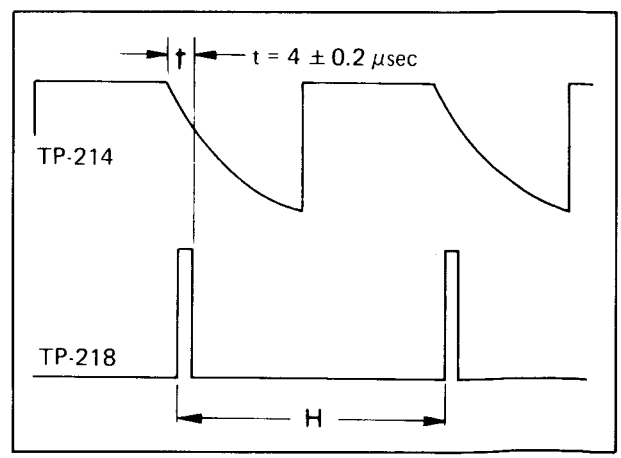

Fig. 5-26 AFC adjustment
4. Adjust R311 (AFC) so that width of "t" is 4 μs as shown in Fig. 5-26.